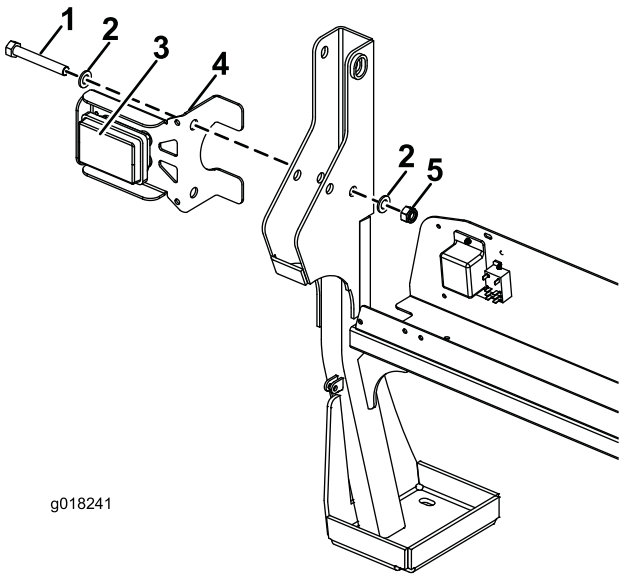

Figur 2
2. Skruvar (4)
6. Rikta in det övre hålet på vänster bakljusfäste med hålet på vältskyddet och för in den nya skruven (M16 x 110 mm) (Figur 2). Återanvänd de befintliga brickorna.